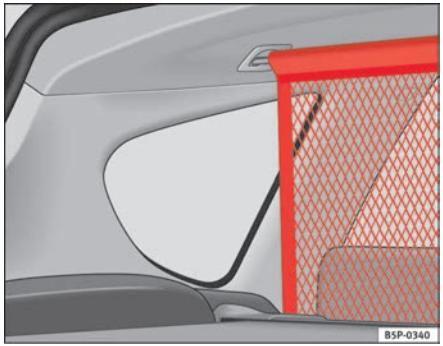

Fig. 125 Separation net
– Pull the net from underneath between the seatback and the folding tray and fit it to the allotments on the roof, first to the right then to the left ⇒ fig. 125.